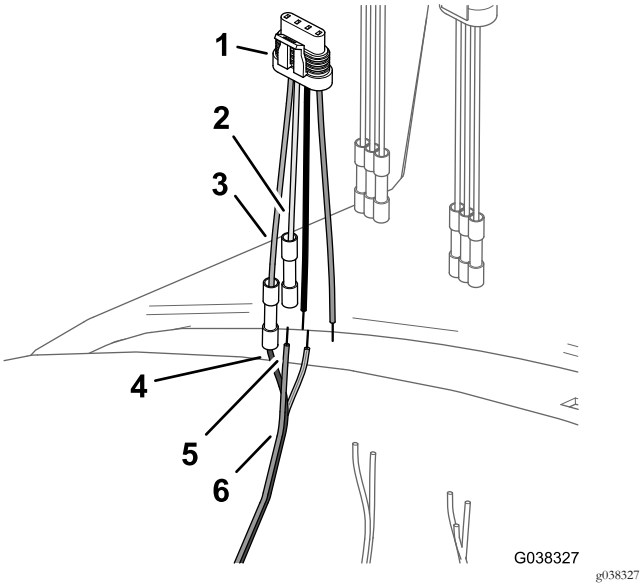

Figura 39
3. Alinhe o fio castanho da cablagem DIN com o fio cinzento do adaptador de 4 pinos para a válvula de aplicação (Figura 39); consulte a tabela de fios para a válvula de aplicação.
6. Insira o fio azul da cablagem DIN e o conector de juntas no fio verde do adaptador de 4 pinos para a válvula de aplicação (Figura 39).